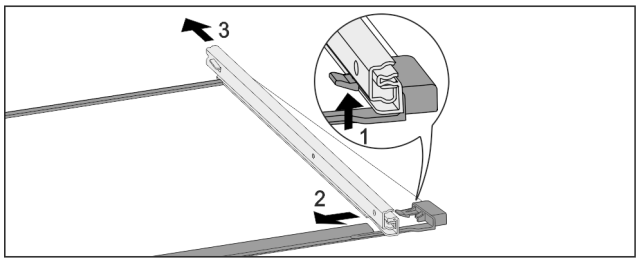

Fig. 260 Glass shelf with rails
- ▶ Push up front click-in hooks. *Fig. 260 (1)*
- ▶ Move the pull-out rails to the side *Fig. 260 (2)* and to the rear *Fig. 260 (3)*.